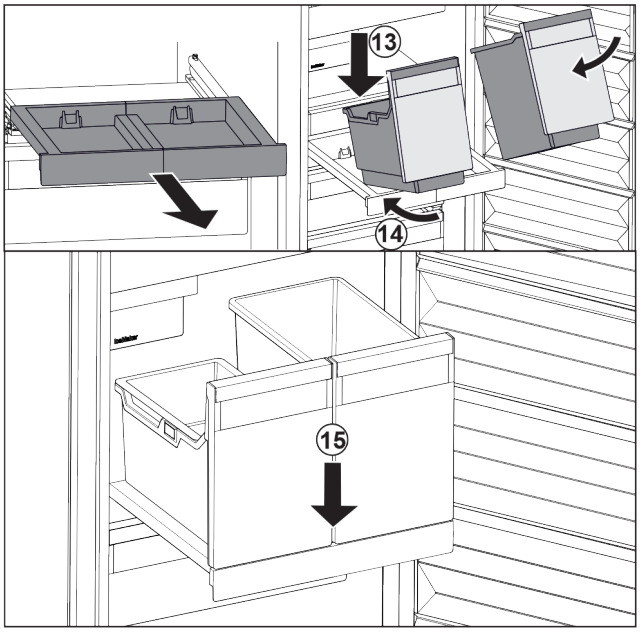

Fig. 124
▶ Place the container at an angle on the pull-out board. *Fig. 124 (13)*
▶ Slide the container to the back at an angle. *Fig. 124 (14)*
▶ Place container in the front. *Fig. 124 (15)*